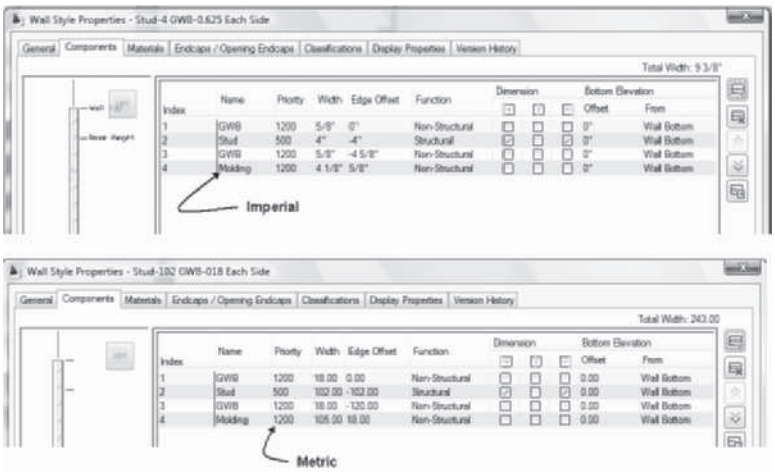

FIGURE 3.75 *Imperial and Metric molding component settings for molding*
3. In this step, you will create a wall component 4 1/8" [105] wide to represent the molding. Select the wall and choose **Edit Style** from the General panel of the Wall tab. Choose the **Components** tab. Select Index 3 and click the **Add Component** button at the right. Overtype **Molding** as the name of the new component as shown in Figure 3.75, **Edit Priority = 1200**, **Width = 4 1/8" [105]**, **Edge Offset = 5/8" [18]**. Click **OK** to dismiss the **Wall Style Properties** dialog box.